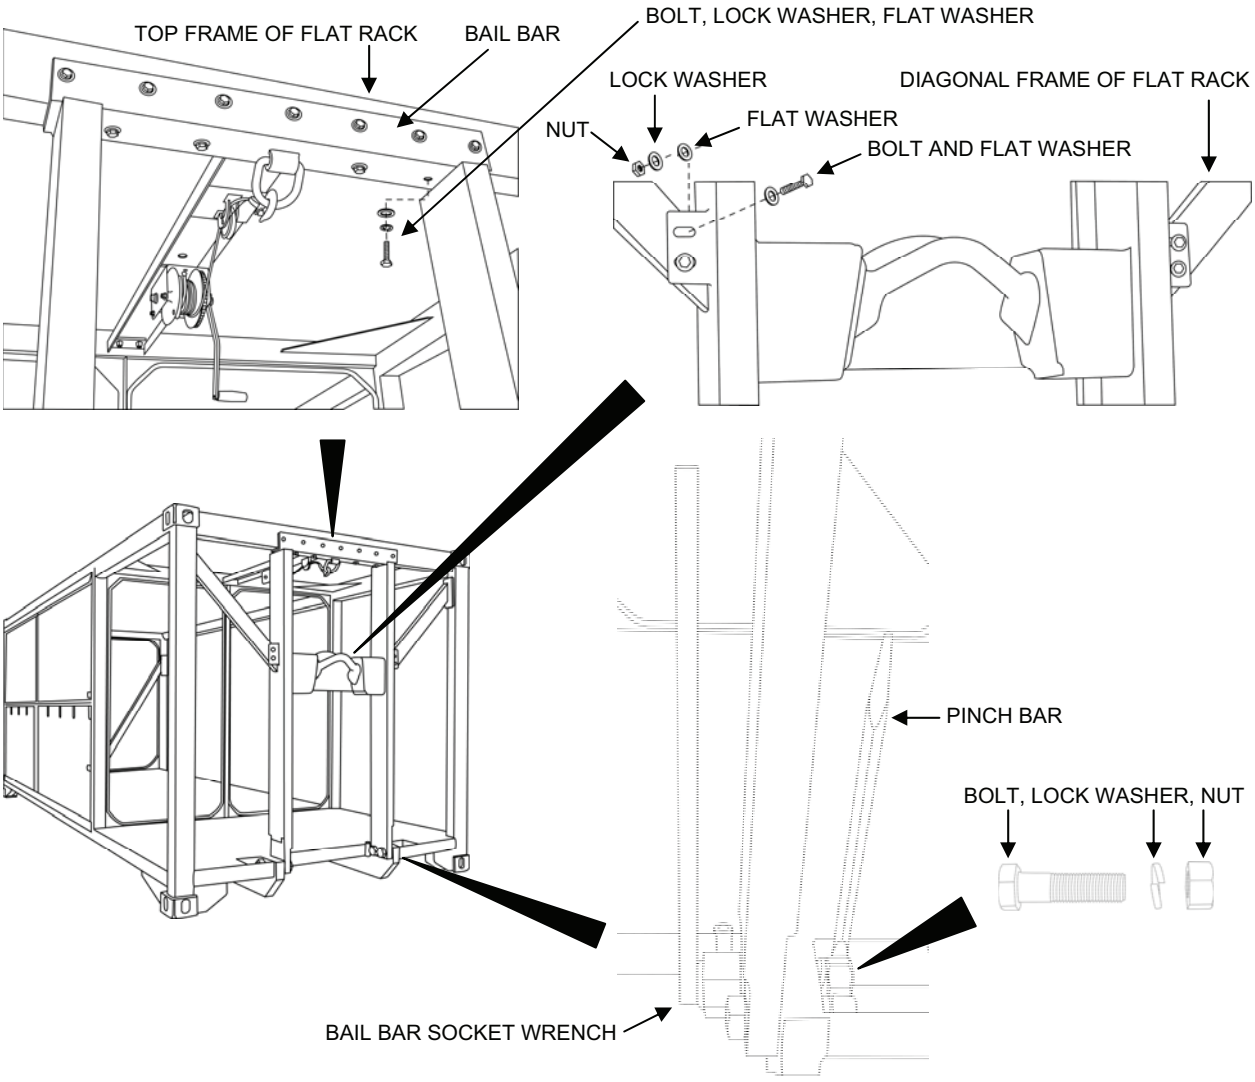

Figure 15. Removing Bolts from the Bail Bar.
b. Remove the hardware that secures the bail bar to the flat rack as follows (Figure 15):
c. Install the two large bolts, lock washers and nuts that secure the bottom of the bail bar to the flat rack (Figure 15).